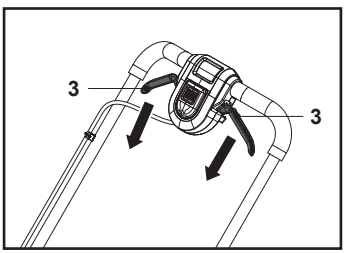

**Fig. 17**
Solte as alavancas de arranque (3) para parar o motor e a lâmina de corte (22) (Fig. 17).